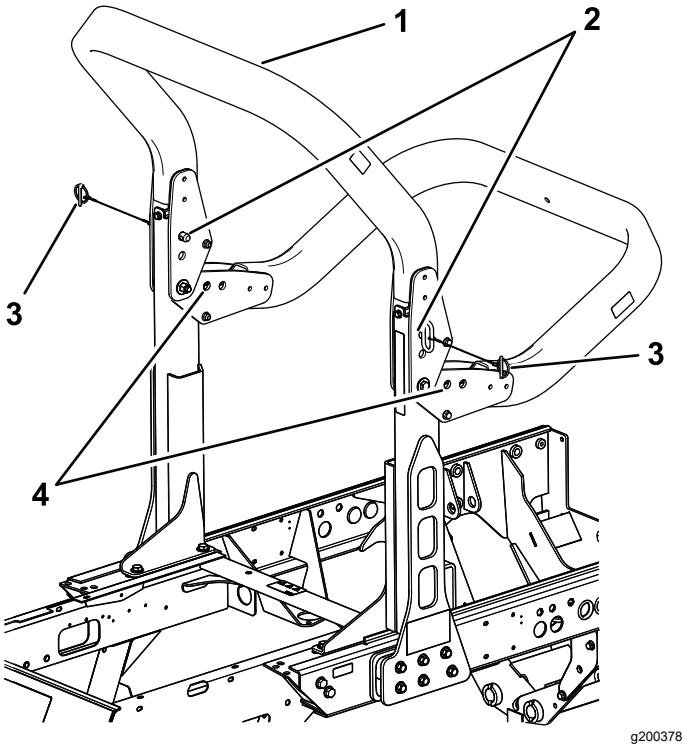

Figur 73
2. Stötta den övre störtbågsramens vikt när du tar bort låssprintarna och sprintbultarna från tappfästena (Figur 73).